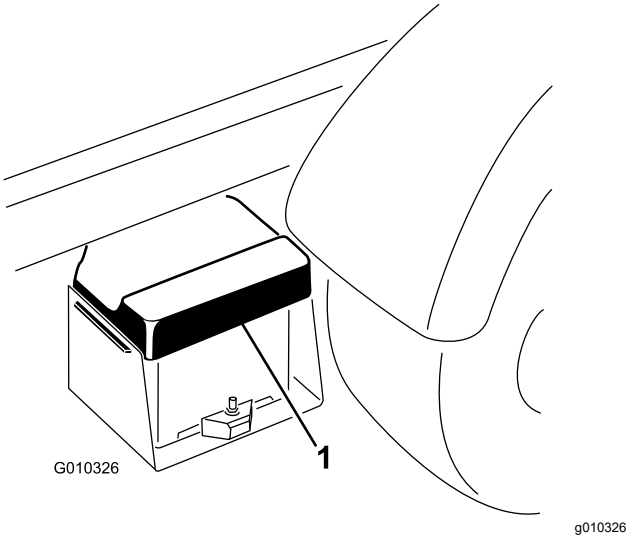

**Figur 50**
1. Kläm ihop batterikåpan för att frigöra flikarna från batterilådan, och ta bort batterikåpan från batterilådan (Figur 50).